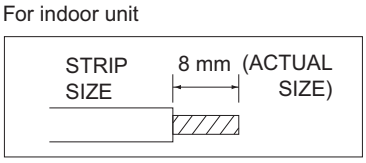

Fig. 2-221
(1) Cut the wire end with a cutting pliers, then strip the insulation to expose the wire about 8 mm. See the label (Fig. 2-221) near the terminal plate.
(2) Using a screwdriver, loosen the terminal screw on the terminal plate.
(3) Insert the wire and tighten the terminal screw completely using a screwdriver.